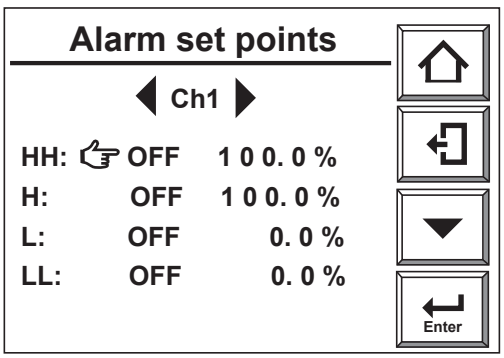

Figure 8.13 Alarm setting
5) From the [Alarm setup] display select [Alarm set points] and the display shown in Figure 8.13 appears.